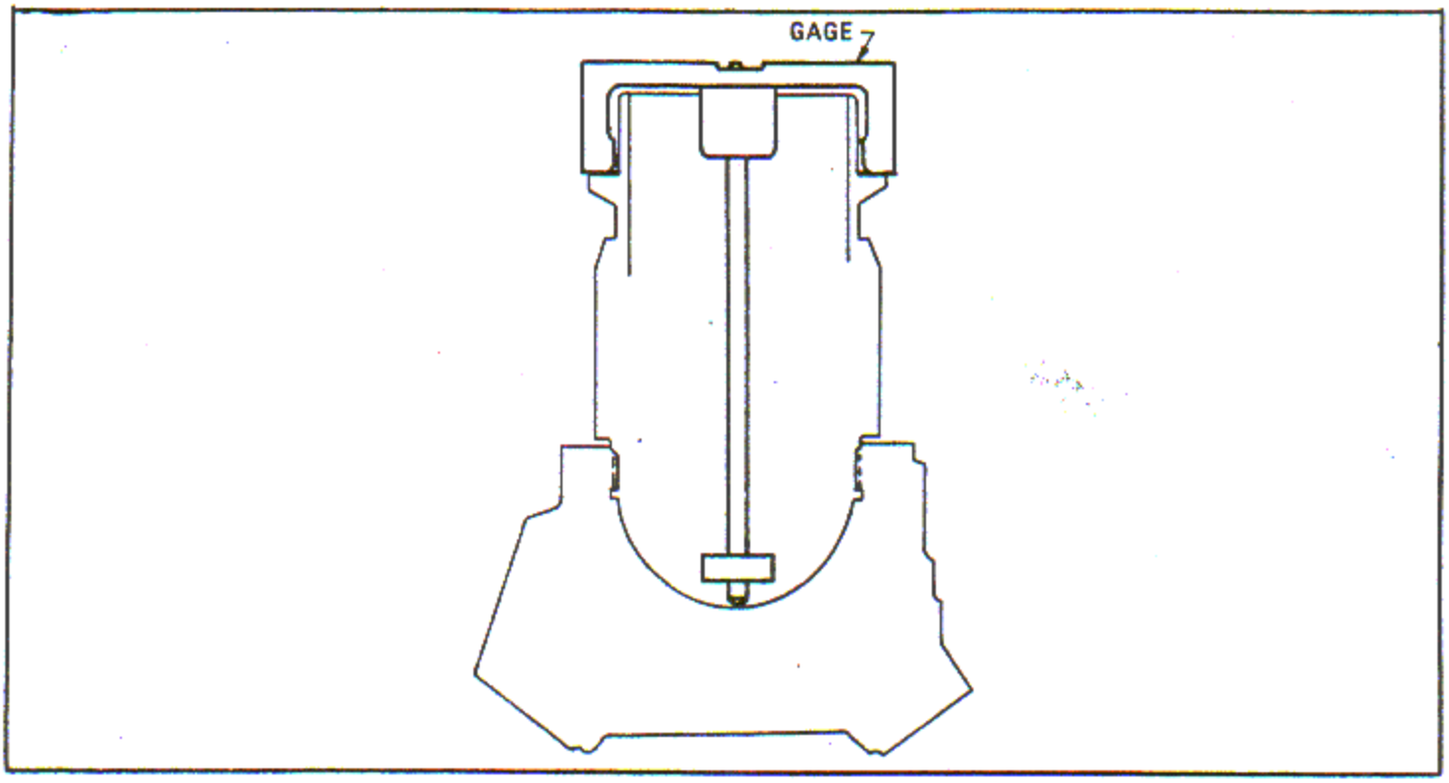

Figure 6-129. Checking Cylinder Barrel Flange Face to Cylinder Head Dome Dimension
a. Check the dimension from the cylinder flange face to the dome. Use flush pin gage. See figure 6-129.